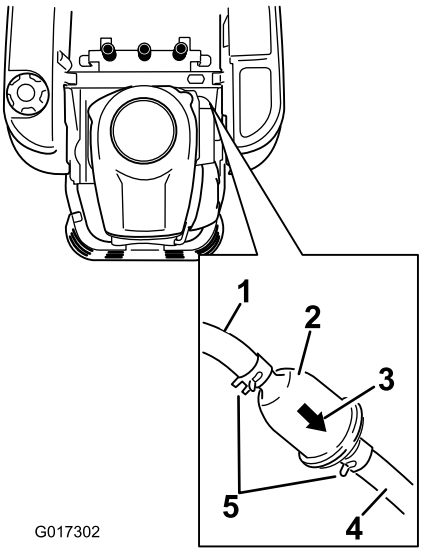

Figur 38
3. Find brændstoffilteret på siden af motoren som vist i .Figur 38.
4. Klem slangeklemmernes ender sammen, og skub dem væk fra filteret (Figur 38).
6. Monter et nyt filter, hvor strømningsretningspilen kommer fra brændstoftanken og peger mod motoren. Flyt slangeklemmerne tæt på filteret (Figur 38) for at fastholde det.